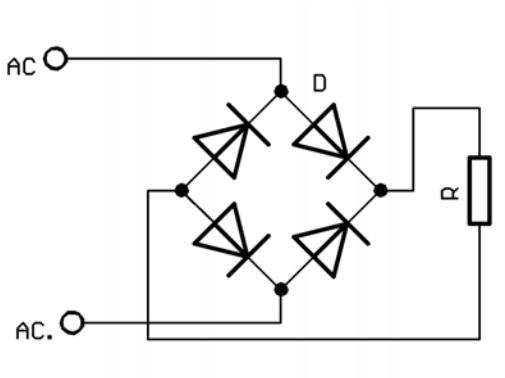

Abb. 38: Schema Gleichrichter
4. Zeichne beim Schema (Abb. 38: Schema Gleichrichter) den Stromfluss der beiden Halbwellen mit 2 Farben ein